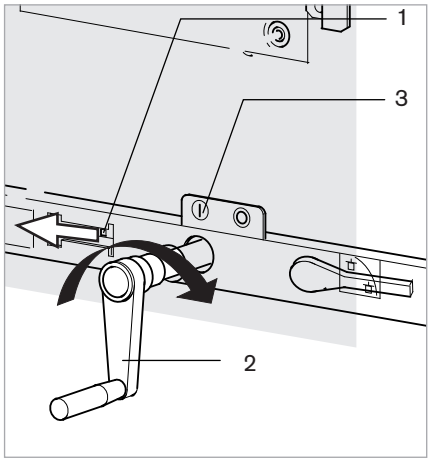

Fig. 37
1. Poussez la tirette d'interverrouillage (Fig. 37, repère 1) vers la gauche et maintenez-la. Insérez la manivelle dans l'orifice de la porte jusqu'à l'arbre d'entraînement du module pont de barres (2).
2. Tournez la manivelle dans le sens horaire jusqu'à ce que l'indicateur de position au-dessus de la manivelle indique "I" (Fig. 37, repère 3). Retirez la manivelle.